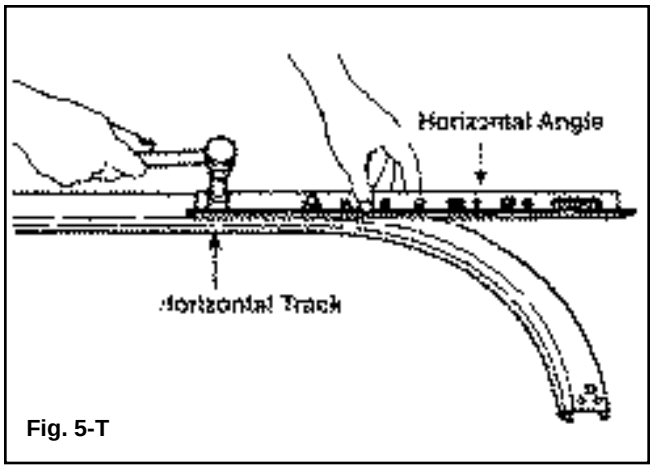

Fig. 5-T
**Step 4:** Fasten the horizontal angle to the horizontal (curved) track with two 1/4" x 5/8" track bolts and 1/4" flange nuts so that the heads of the track bolts are on the inside of the track. On some doors this angle may be 82" long and will require three additional fasteners per side. If the angle has been pre-assembled, skip Step 4 and proceed with Step 5. (FIG. 5-T)